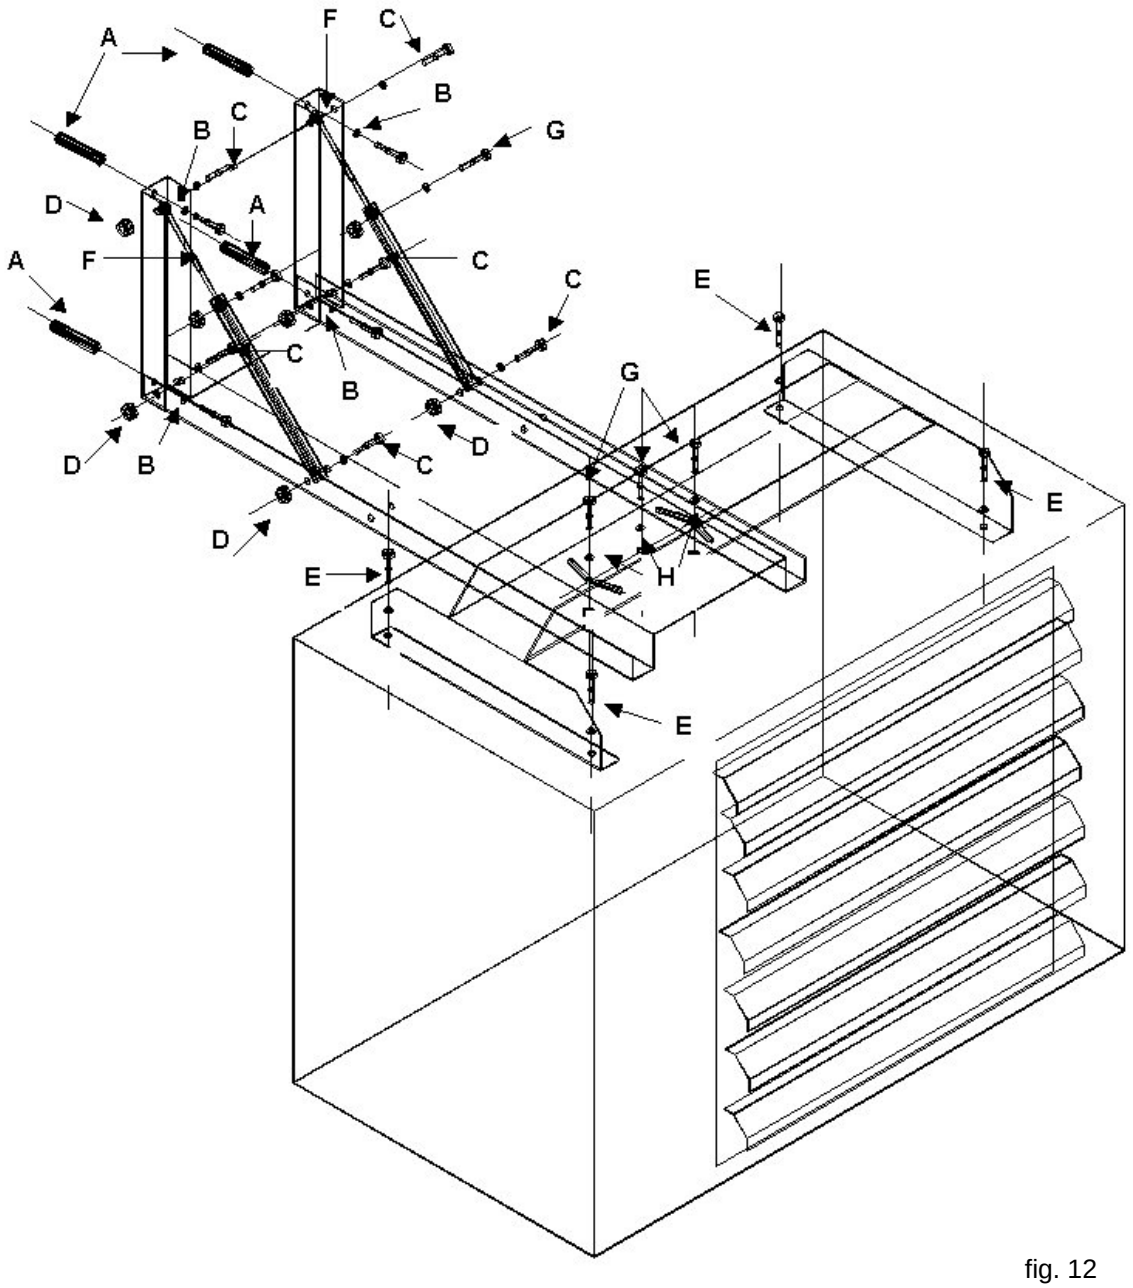

fig. 12
- ✓ Собрать различные элементы, составляющие опорные кронштейны, используя винты, входящие в поставку, и руководствуясь указаниями на рис. 12.